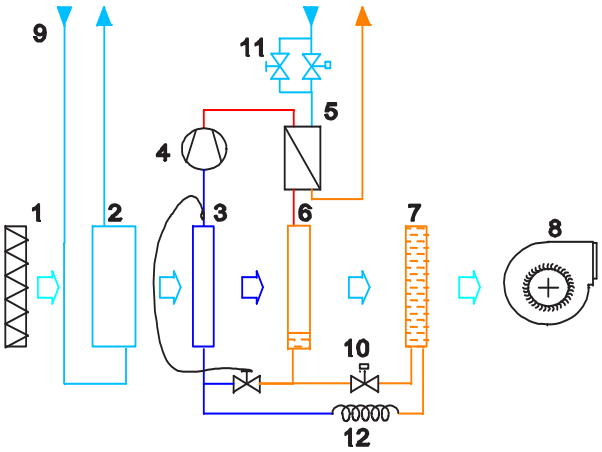

Fig. 1
In fig. 1 è schematizzato il funzionamento ad aria neutra: l'aria, filtrata attraverso la sezione filtrante (1), subisce un preraffreddamento tramite lo scambiatore ad acqua refrigerata (2).. L'aria viene deumidificata attraversando in sequenza le batterie alettate del circuito frigorifero: nella prima batteria (3) vi è la deumidificazione vera e propria, nella seconda (6) vi è il postriscaldamento, effettuato smaltendo il calore sviluppato dal compressore.